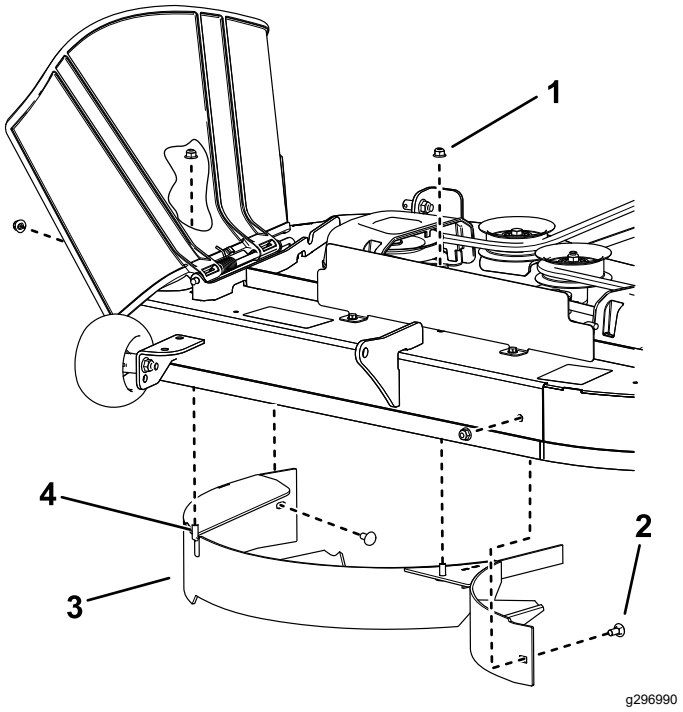

Figure 12
4. Déposez les 2 contre-écrous (5/16") des montants soudés du déflecteur (Figure 12).
1. Contre-écrou – 5/16" (4)
2. Boulon de carrosserie – 5/16 x ¾" (2)
4. Montant soudé (2)
5. Retirez les 2 boulons de carrosserie et les 2 contre-écrous qui fixent le déflecteur au plateau, puis déposez le déflecteur (Figure 12).
6. Localisez les 2 boulons dans les pièces détachées et insérez-les, avec les contre-écrous existants, dans les trous utilisés pour les montants soudés (Figure 12) afin d'éviter la projection de débris.